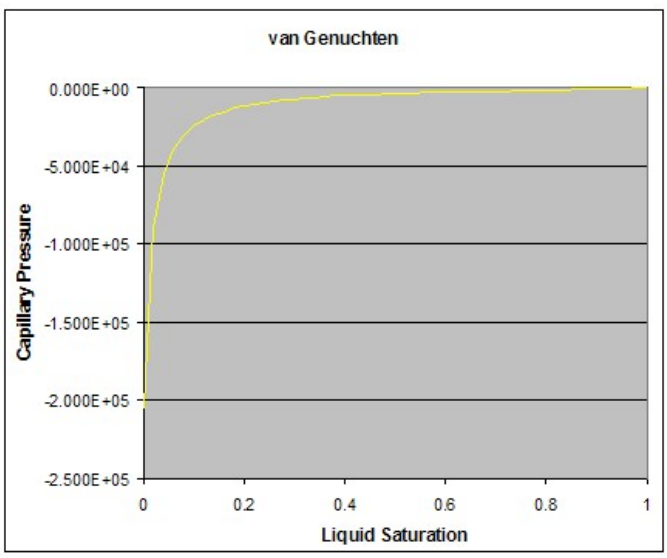

**Figure 2-3: Capillary pressure using van Genuchten function**
The TOUGH codes also provide several options for capillary pressure. A typical option is the van Genuchten function (9) as illustrated in Figure 2-3. At low liquid saturation, the capillary pressure is large, but rapidly becomes smaller as liquid saturation increases.